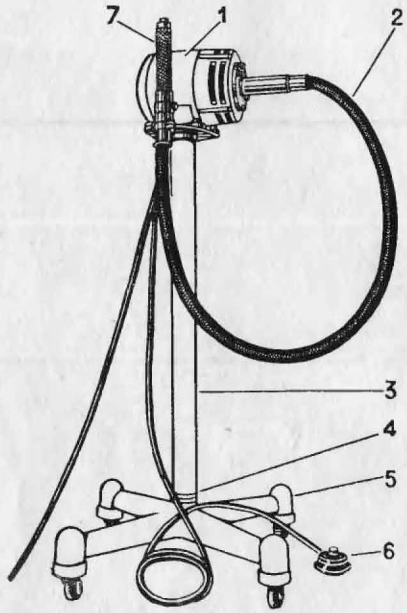

Рис. 1. Аппарат для обработки костей:
4.1. Аппарат (рис. 1) состоит из следующих основных частей: основания *5*, стойки *3*, электродвигателя *1*, педали *6*